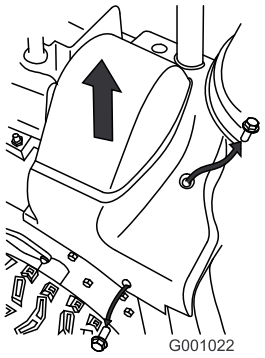

Figur 36
2. Løft opp den høyre siden av remdekslet (Figur 36).